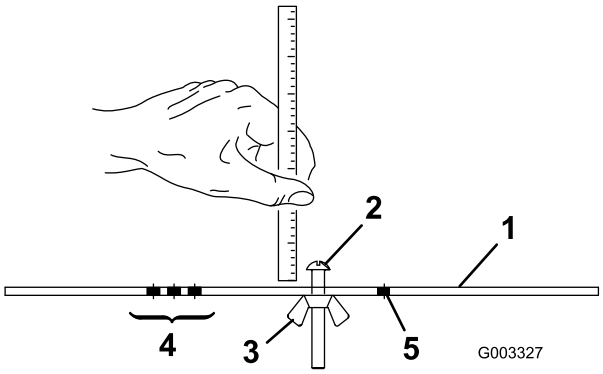

Figuur 16
2. Draai de moer op de hoogtelat los (Figuur 16) en draai de stelschroef naar de gewenste maaihoogte. De afstand tussen de onderkant van de schroefkop en de lat is de maaihoogte.